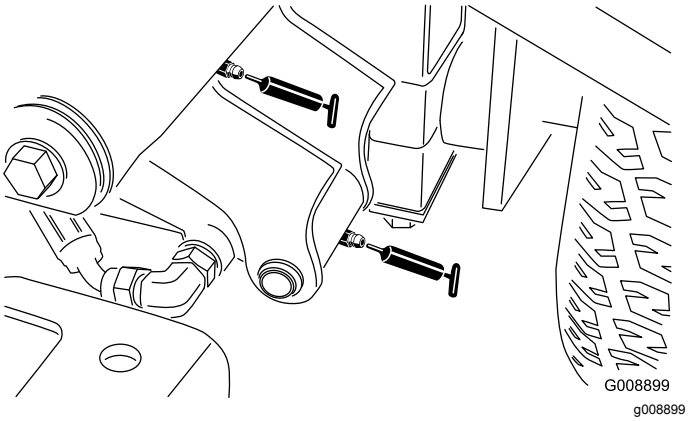

Figur 37
- 2 främre lyftarmstappar och lyftcylinder, vänster (Figur 37)